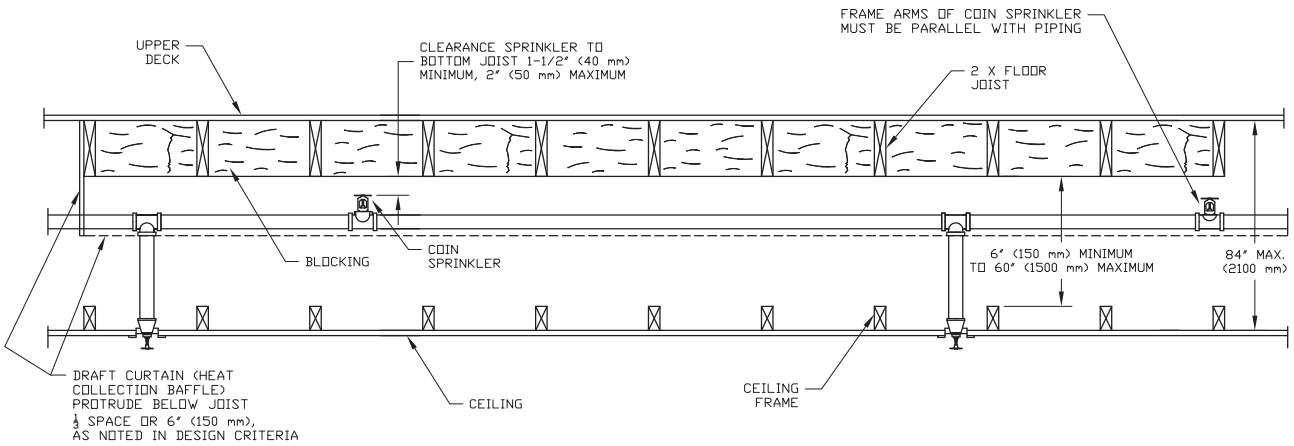

Figure 7: Solid Wood Joist Construction (Steel Pipe, Cross Sectional View)
DESIGN CRITERIA - STEEL PIPE (See Figures 7 – 12)
Solid Wood or Composite Wood Joist Construction (See Figures 7 and 8):
- Maximum space from bottom of upper deck to ceiling surface (bottom of joist): 84" (2100 mm). See Figure 7.
- 1-1/2" to 2" (40 - 50 mm) below solid wood joist or top chord of obstructed wood truss construction. See Figures 7 and 11.
DESIGN CRITERIA - STEEL PIPE (See Figures 7–12)